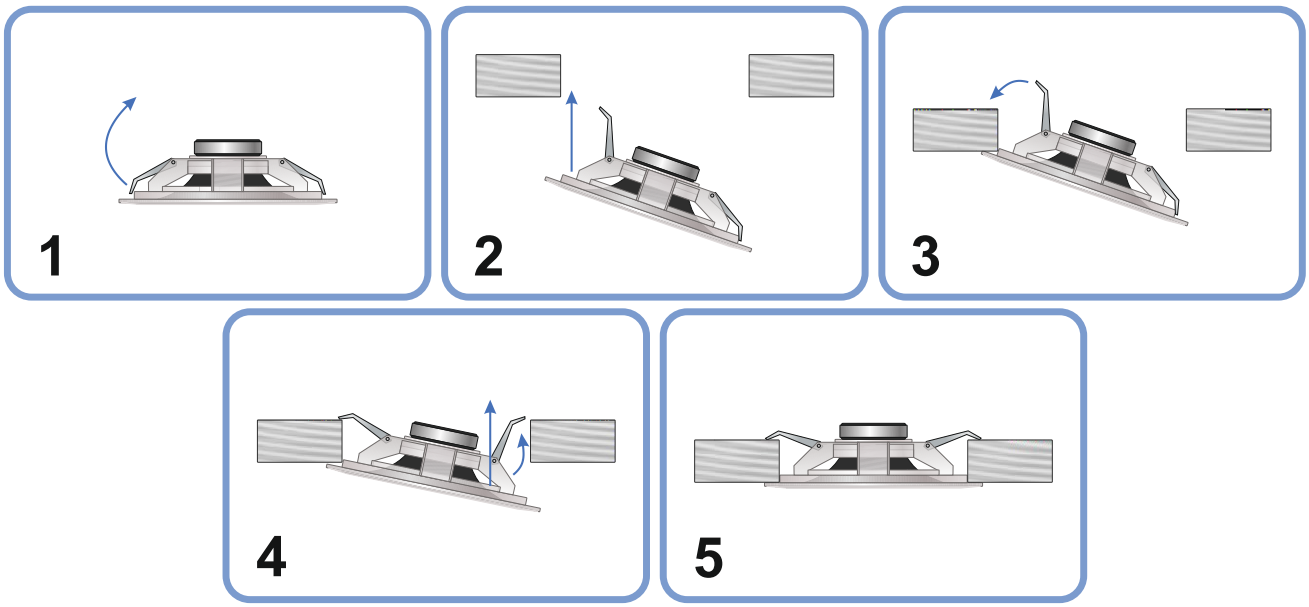

Рисунок 4
4.4 Для установки оповещателя необходимо подключить провода кабеля линии связи к винтовым клеммам оповещателя в соответствии со схемой на рисунке 3, затем сжать пружинные скобы крепления оповещателя и установить его в заранее подготовленное установочное отверстие диаметром 163 мм (рисунок 4).